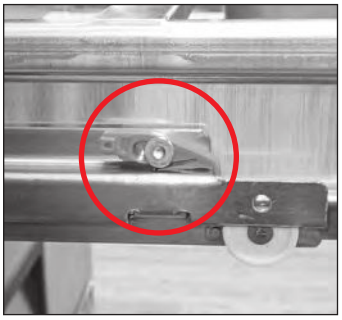

Fig. 5. Drawer retainer location. Retainer is engaged.
4. Slide the drawer out and locate the plastic drawer retainer. See fig. 5